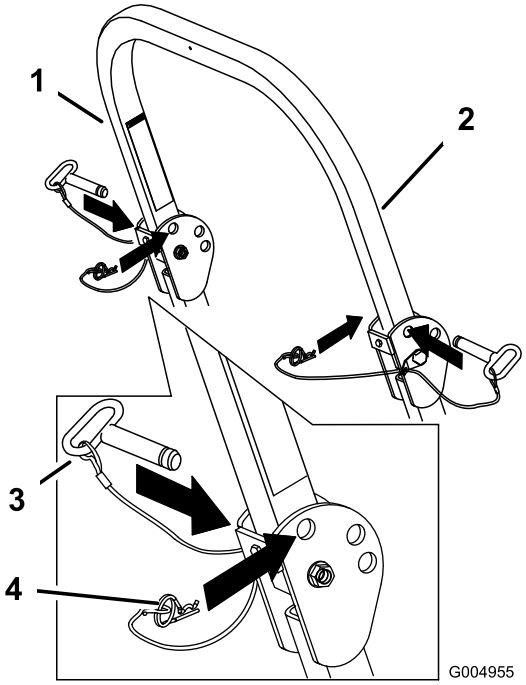

Figur 8
1. Fjern splitterne, og afmonter de to pinde (Figur 8).
3. Monter de to pinde, og fastgør dem med splitterne (Figur 8).
4. Fjern splitterne og de to pinde for at hæve styrtbøjlen (Figur 8).
5. Hæv styrtbøjlen til oprejst position, og monter de to pinde, og fastgør dem med splitterne (Figur 8).